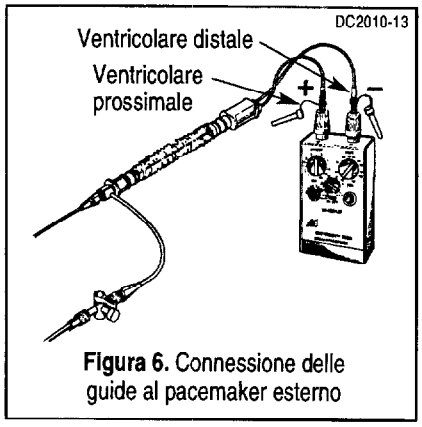

Figura 6. Connessione delle guide al pacemaker esterno
7. Connettere l'elettrodo distale e quello prossimale rispettivamente ai terminali positivi e negativi del pacemaker (Figura 6) e determinare la soglia della stimolazione. Una soglia pari a 1,0 o 2,0 mA normalmente indica il corretto posizionamento dell'elettrodo. Una soglia iniziale superiore a 5 mA indica l'incorretto posizionamento della sonda che potrebbe trovarsi nel tratto di uscita del flusso RV. Ritirare la sonda per diversi centimentri e riposizionarla nell'apice RV. I valori di soglia più validi vengono ottenuti quando la sonda fuoriesce dalla porta RV di 5 cm. Non è possibile ottenere una stimolazione stabile quando la sonda fuoriesce meno di 3 cm.